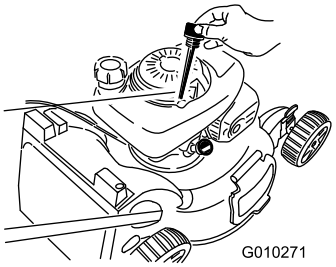

Figuur 39
6. Neem de peilstok uit de vulbuis (Figuur 39).